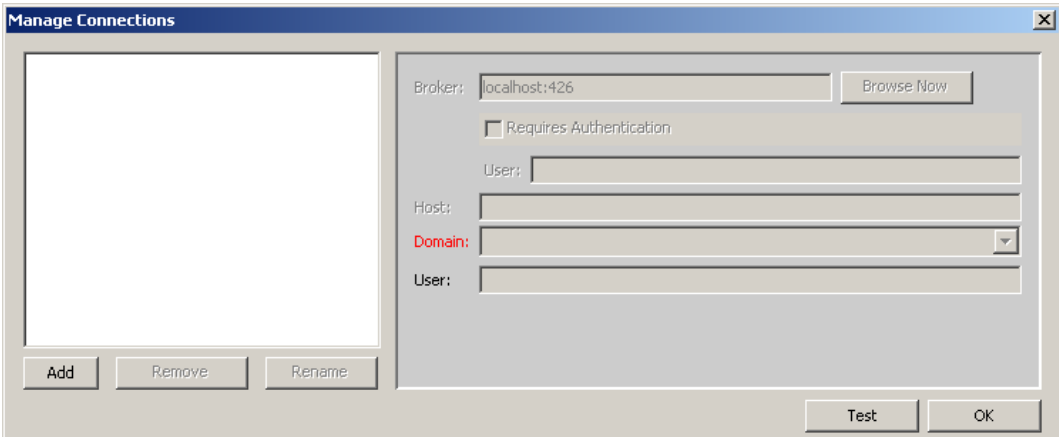

Figure 59 Blank Manage Connections dialog box
1. Select **Remote › Manage Connections** in the EMC Smarts NOTIF Editor. The **Manage Connections** dialog box appears as shown in Figure 59 on page 89.